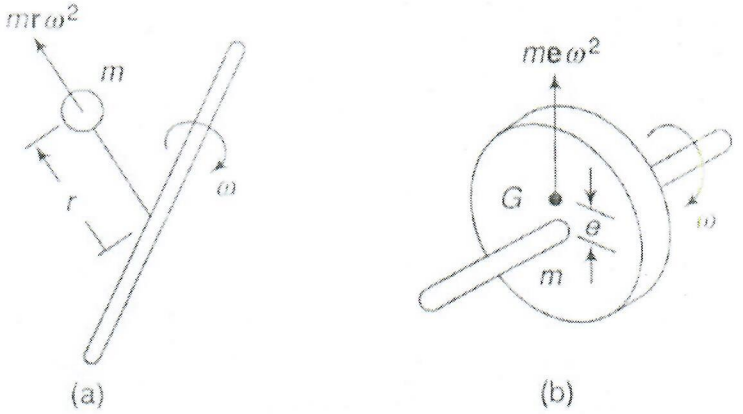

Fig. 1.1
- A particle or mass moving in a circular path experiences a centripetal acceleration and a force is required to produce it. An equal and opposite force acting radially outwards acts on the axis of rotation and is known as centrifugal force [Fig. 1.1(a)]. This is a disturbing force on the axis of rotation, the magnitude of which is constant but the direction changes with the rotation of the mass.
- In a revolving rotor, the centrifugal force remains balanced as long as the centre of the mass of the rotor lies on the axis of the shaft. When the centre of mass does not lie on the axis or there is an eccentricity, an unbalanced force is produced [Fig. 1.1(b)]. This type of unbalance is very common. For example, in steam turbine rotors, engine crankshafts, rotary compressors and centrifugal pumps.